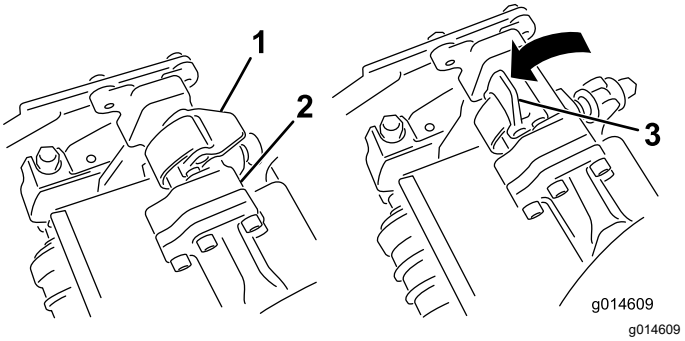
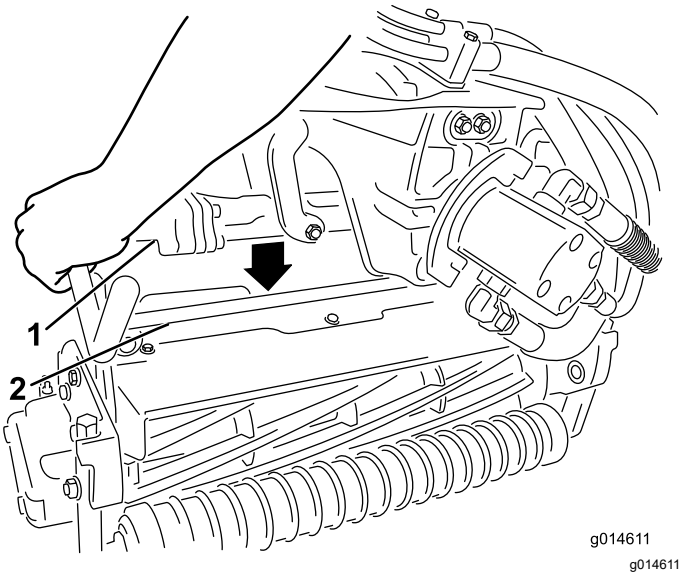

Figur 52
Figur 53
4. Åbn låsene på affjedringsarmens stang (Figur 52), og skub affjedringsarmen ned, så stangen passer over begge vinkelarme på klippeenheden, og sørg for, at låsene går under klippeenhedens tværstang (Figur 53).
5. Luk låsehåndtagene ned og omkring klippeenhedens stang, og lås dem på plads (Figur 52).
6. Åbn låsehåndtagene på affjedringsarmens stang på klippeenheden, som du fjerner (Figur 52).